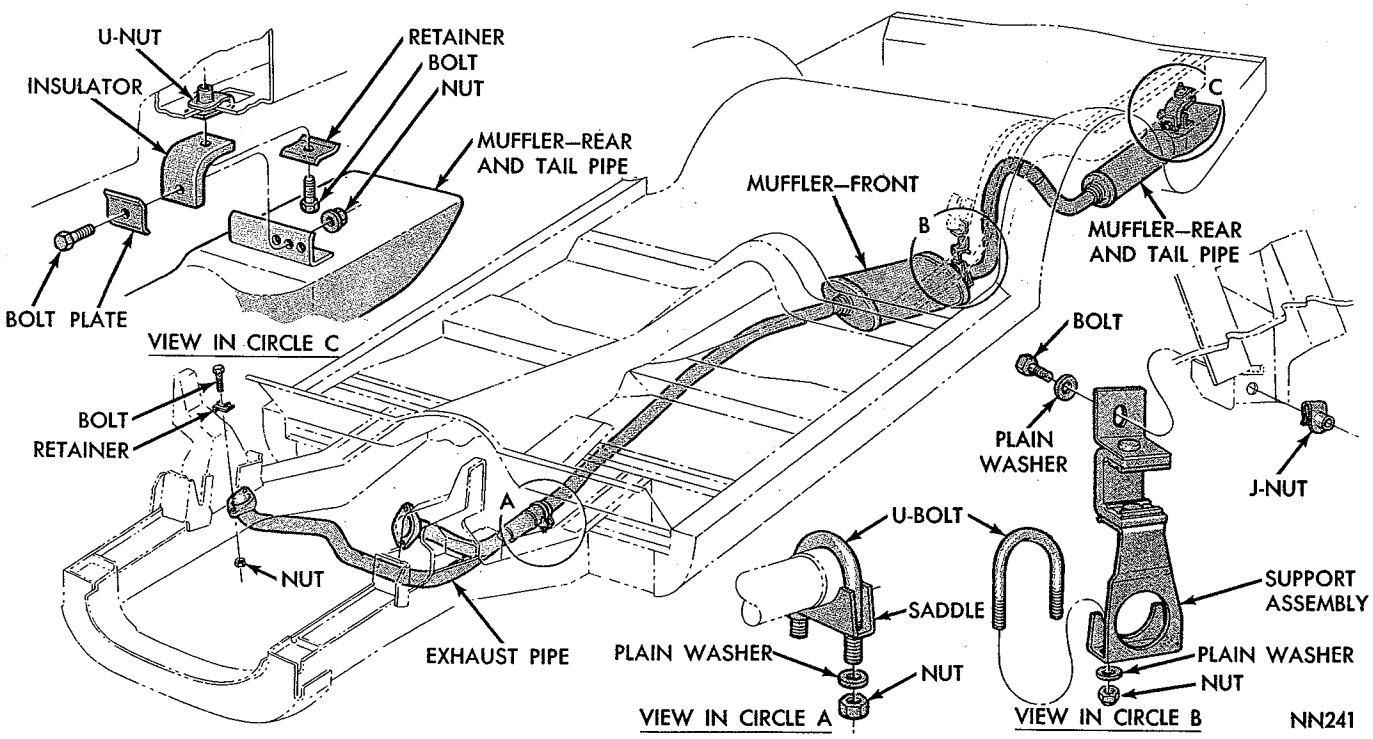

***Fig. 3—Exhaust System (273 Cu. In. Engine with 4 BBL. Carburetor)***
The exhaust system on Valiant models equipped with the 273 cubic inch engine and 4-barrel carburetor, use a combination rear muffler and tail pipe assembly (Fig. 3). The assembly is suspended at the rear end of the tail pipe by an "L" shaped support.
Ball joint seating connections at the exhaust manifolds, which facilitate alignment of the exhaust system, are used on 273 cubic inch V-8 engines (Figs. 3 and 5).
(1) Assemble exhaust system (Fig. 3) loosely to permit proper alignment.
(3) Tighten exhaust pipe slip joint saddle U-bolt nuts to 100 inch-pounds.
(4) Adjust supports to provide proper underbody clearance and clearance with adjacent parts.
(5) Tighten rear muffler and tail pipe support bolts to 200 inch-pounds.
(6) Tighten front muffler support bolts and U-bolt nuts to 100 inch-pounds.
(7) Check alignment and tighten exhaust pipe ball joint connection bolt nuts to 24 foot-pounds. When tightening nuts, alternate tightening between bolts to insure parallelism of flanges.